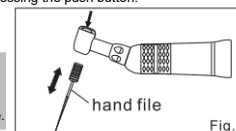

Fig.8
4) To remove the file , depress the push button and remove the file (Fig 8) .